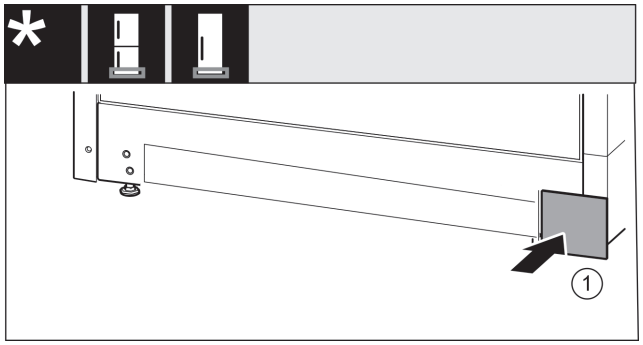

*Fig. 32*
- ▶ Afdekking *Fig. 32 (1)* van de andere zijde weer er in steken.